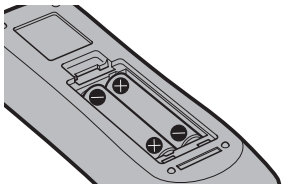

Fig. 2
2) **Insérez les piles et fermez le couvercle (insérez d'abord le côté ⊖). (Fig. 2)**